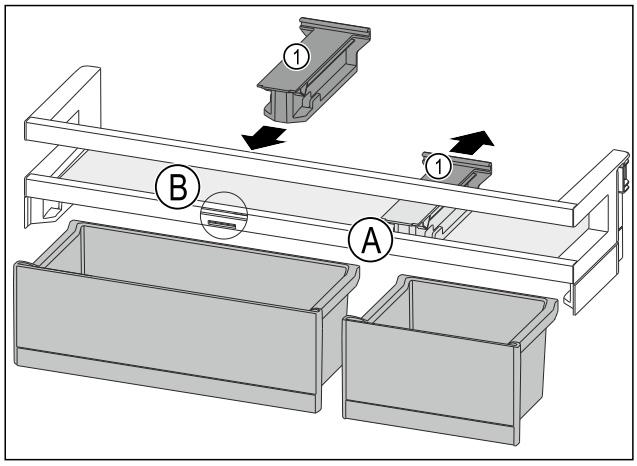

Fig. 152
▶ Retirer la pièce de retenue *Fig. 152 (1)* en position *Fig. 152 (A)* vers l'arrière.
▶ Mettre la pièce de retenue *Fig. 152 (1)* en position *Fig. 152 (B)*.